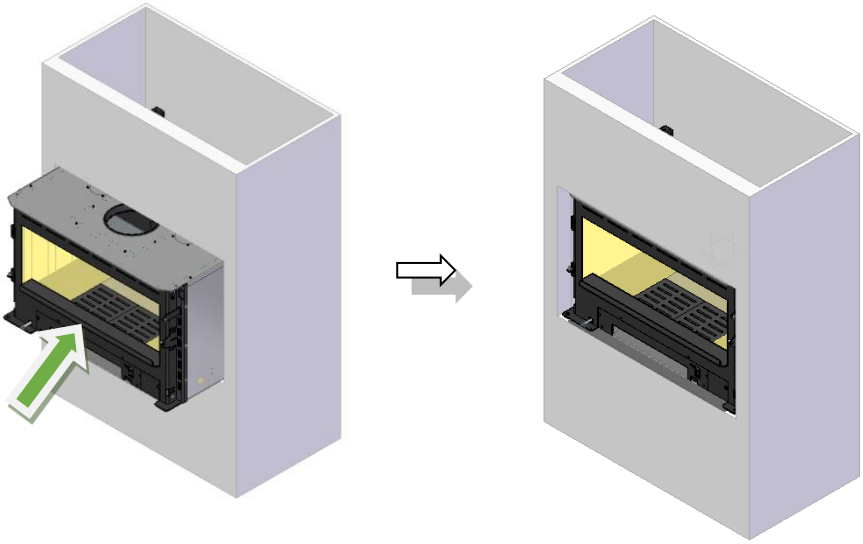

Figura 13 – Colocação do equipamento no local
10. De seguida poderá inserir o equipamento no local, conforme mostra a Figura 13.